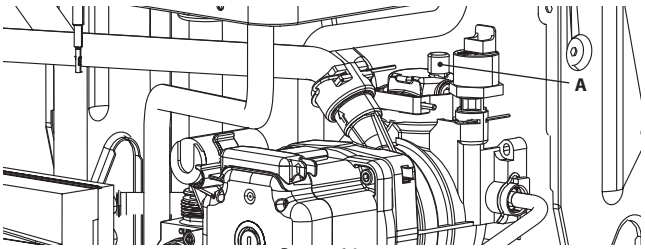

Рисунок 6.1
- Ослабить пробку автоматического воздуховыпускного клапана **A**, см. Рисунок 6.1.